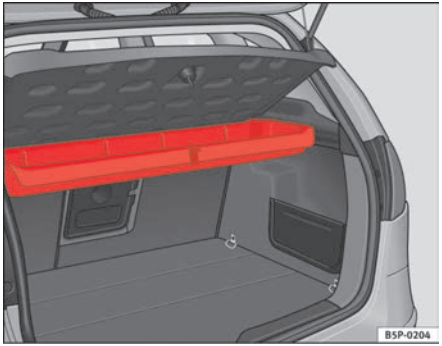
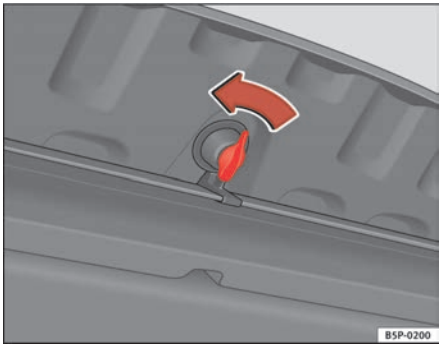

Fig. 122 Warning triangle storage under the rear cover
Fig. 123 Opening the storage compartment
The warning triangle* is located in a stowage box under the luggage compartment cover ⇒ page 146, fig. 122. To open this storage compartment, turn the knob 90° fig. ⇒ page 146, fig. 123.
– Open the storage compartment by turning the knob 90° ⇒ page 146, fig. 123.